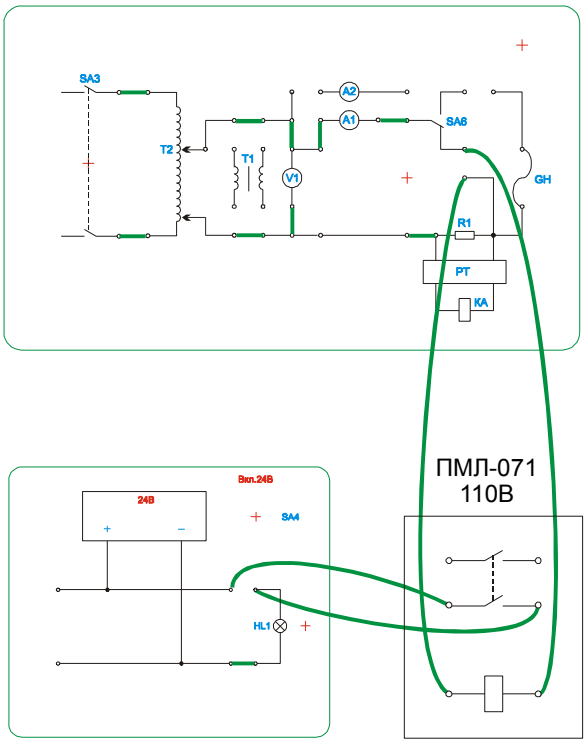

Рис. 2.1.
2.3.2. Для исследования свойств магнитного пускателя переменного тока ПМЛ-110 с номинальным напряжением катушки 110В, 50Гц необходимо собрать схему согласно рис. 2.1.